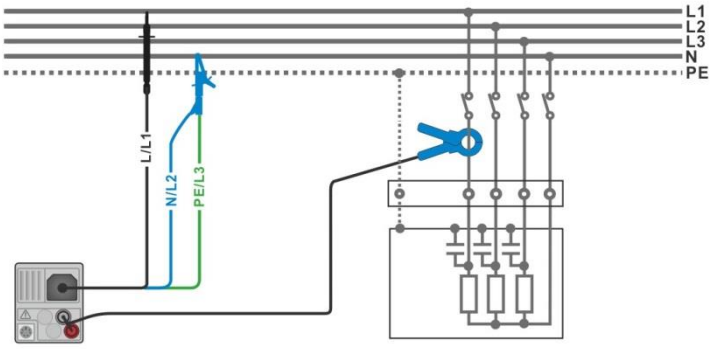

Figure 4.72: Harmonics measurement
- Connect the voltage test leads and current clamp to the item to be tested, see ***Figure 4.72***.